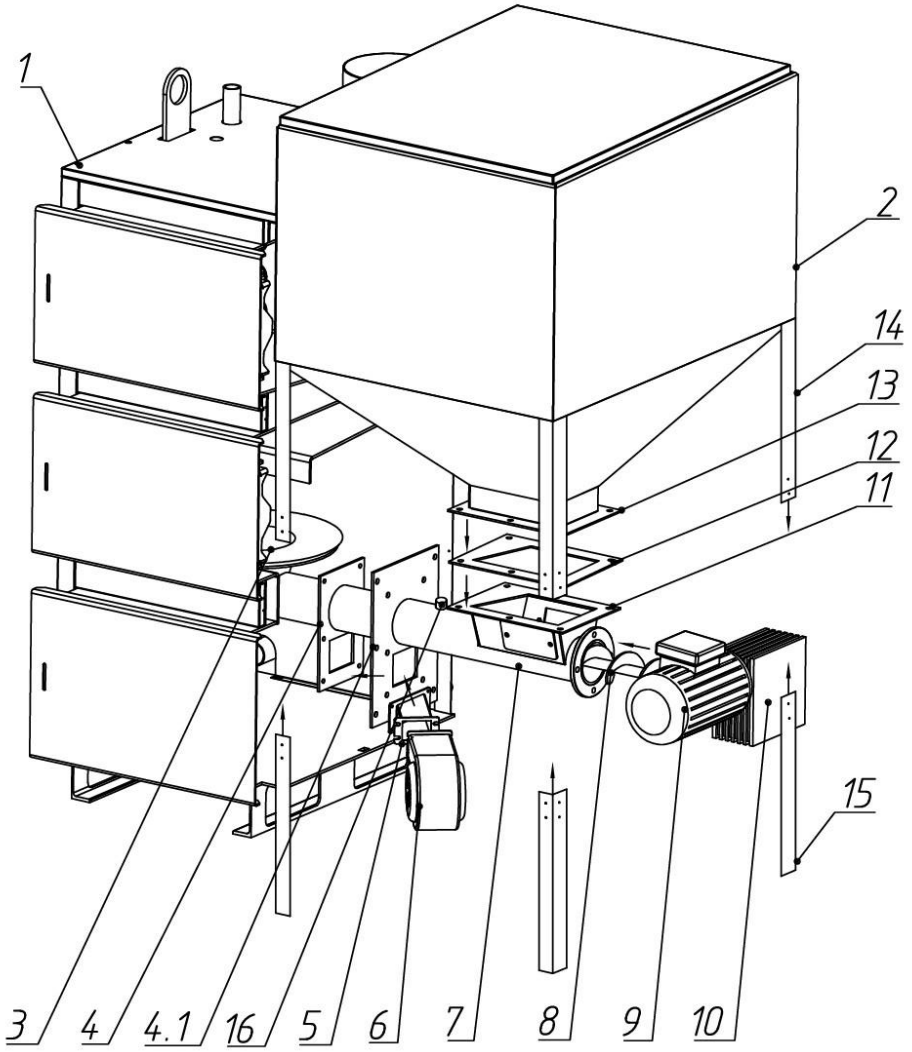

Рисунок 8. Схема сборки системы топливоподачи.
9.2.3 Котел и система топливоподачи должны быть выставлены горизонтально по уровню. Прочность перекрытий (пола) должна выдерживать вес котла, полностью заполненного водой и бункером топлива, схема сборки системы топливоподачи представлена на рис. 8.